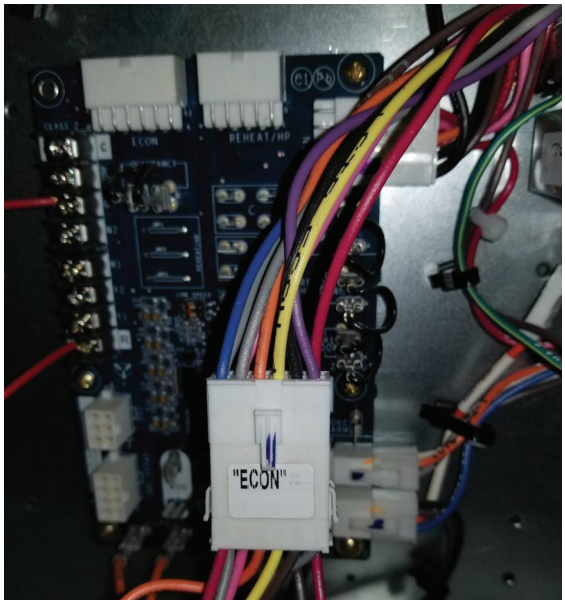

Fig. 13 — Connect 12-pin Plugs Together
Step 17: Connect the 12-pin female ECON plug removed from the UCB to the 12-pin male plug from the controller harness. See Figure 13 and 27.